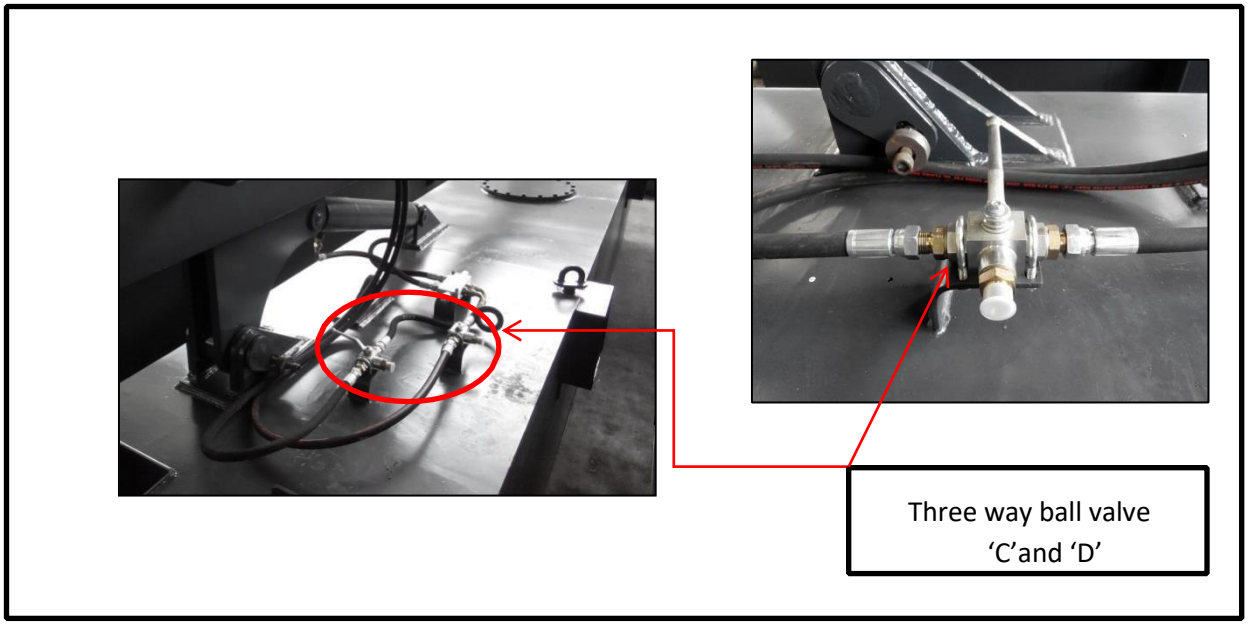

***Figure 3.7:*** *Position of the three-way ball valves to control the spud*
2) Two pieces of 1/2” three-way ball valves at the top, been placed on the top of the side pontoons to activate the spud hydraulic cylinder or spud drive motor. Extend the spud cylinder by switching the ball valves. By using the machine’s traveling lever inside the cabin, control the spud and adjust it to the standing position. Refer to Figure 3.7.